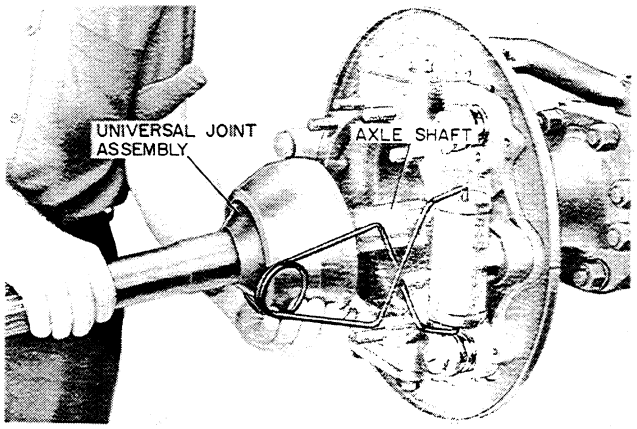

Figure U-28
3. Now remove the axle shaft and universal joint assembly from the axle housing, Figure U-28.